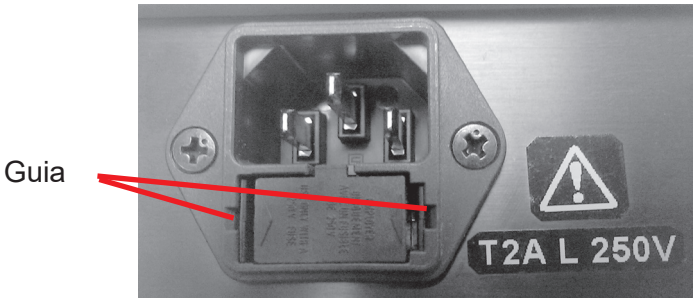

Figura MC-1. Medição da lente de contato
3. Instale novos fusíveis (nº de peça RFAG20039) no compartimento de fusíveis. Consulte a Figura MC-1.